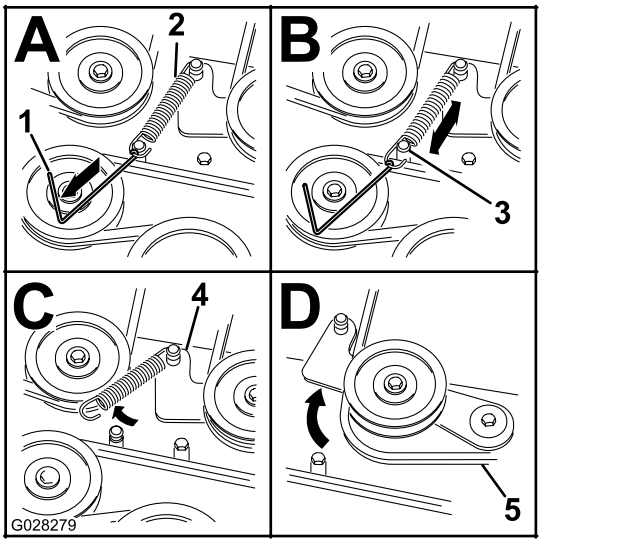

**Figur 62**
8. Fjern fjederspændingen fra den fjederbelastede styreremskive. Se Figur 62.
**Bemærk:** Brug fjederværktøjet (Toro-delnr. 92-5771) til at fjerne fjederen fra plæneklipperskjoldets tap (Figur 62).